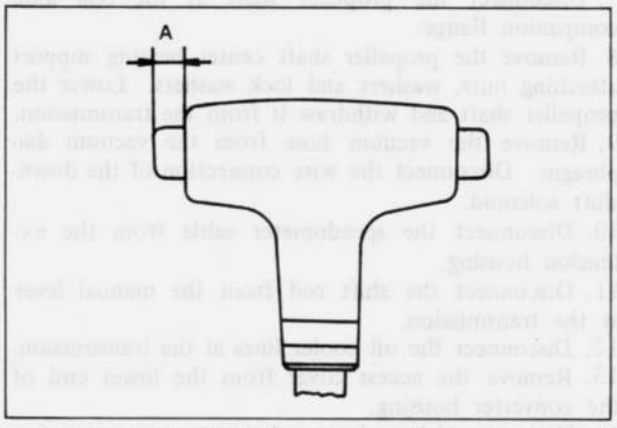

Fig. 7B–5 Selector lever knob
6. Repeat items (4) and (5) until the select lever can be shifted to P range smoothly.
8. In case, in item (7), the select lever can be shifted to R or 2 range without pushing the push button, it means that the select lever knob is excessively screwed in and so screw back the knob.
After the adjustment is completed, check the push button protrusion (A) as shown in Fig. 7B–5.